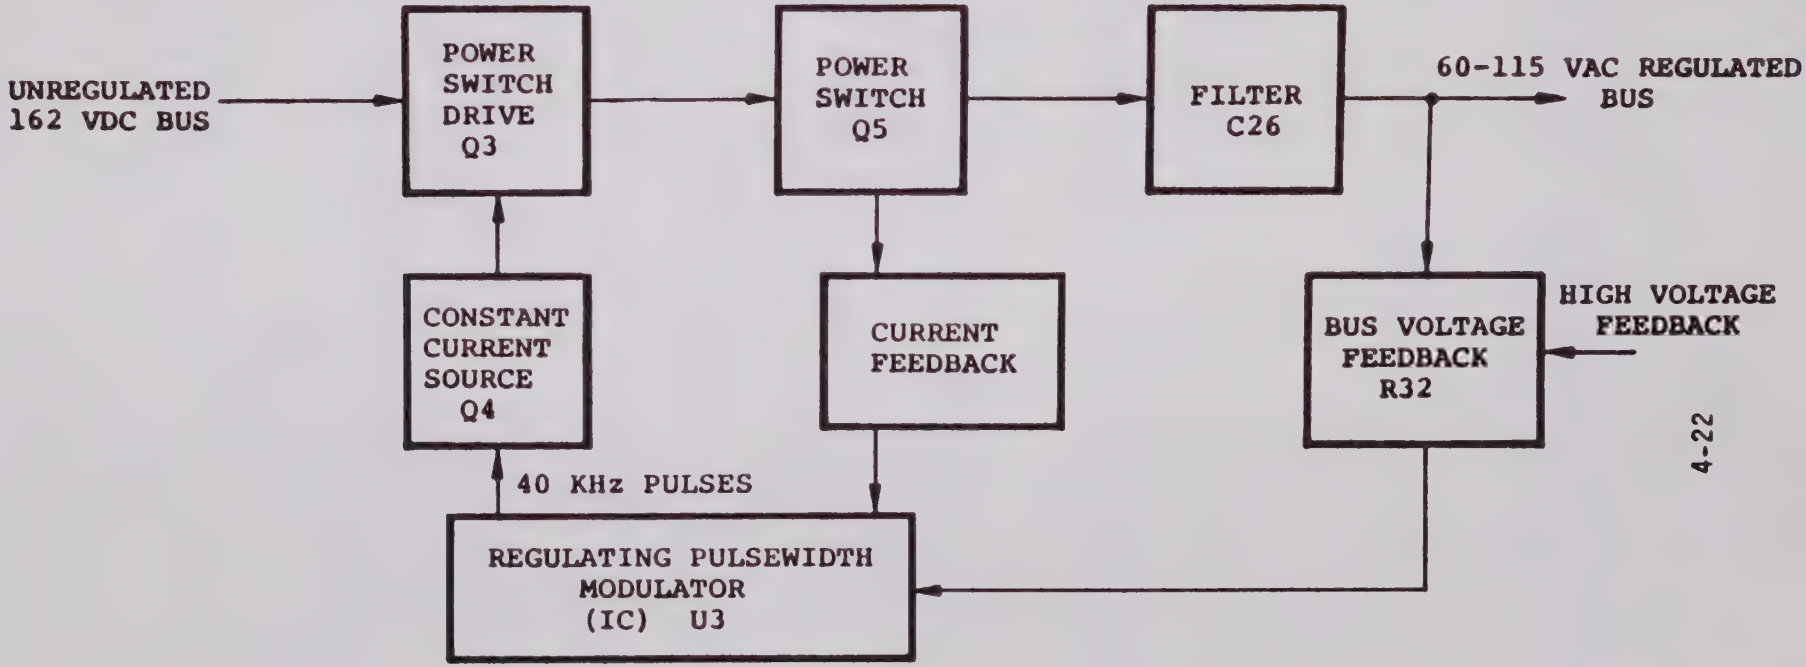

FIGURE 4-9 SIMPLIFIED BLOCK DIAGRAM-SWITCH REGULATOR
4.3.2.4 Switch Regulator. The Switch Regulator provides a well regulated, adjustable 60 to 115 VDC bus that is used to drive the High Voltage Assembly. A simplified block diagram of the Switch Regulator is presented in Figure 4-9. The Switch Regulator provides the following:
Figure 4-9 shows a 40 kHz output from U3 driving a constant current source (when Q4 is ON) consisting of Q4 and R26. This circuit matches U3 which is a low voltage device with the relatively high voltage unregulated bus and provides immunity to line voltage variations.